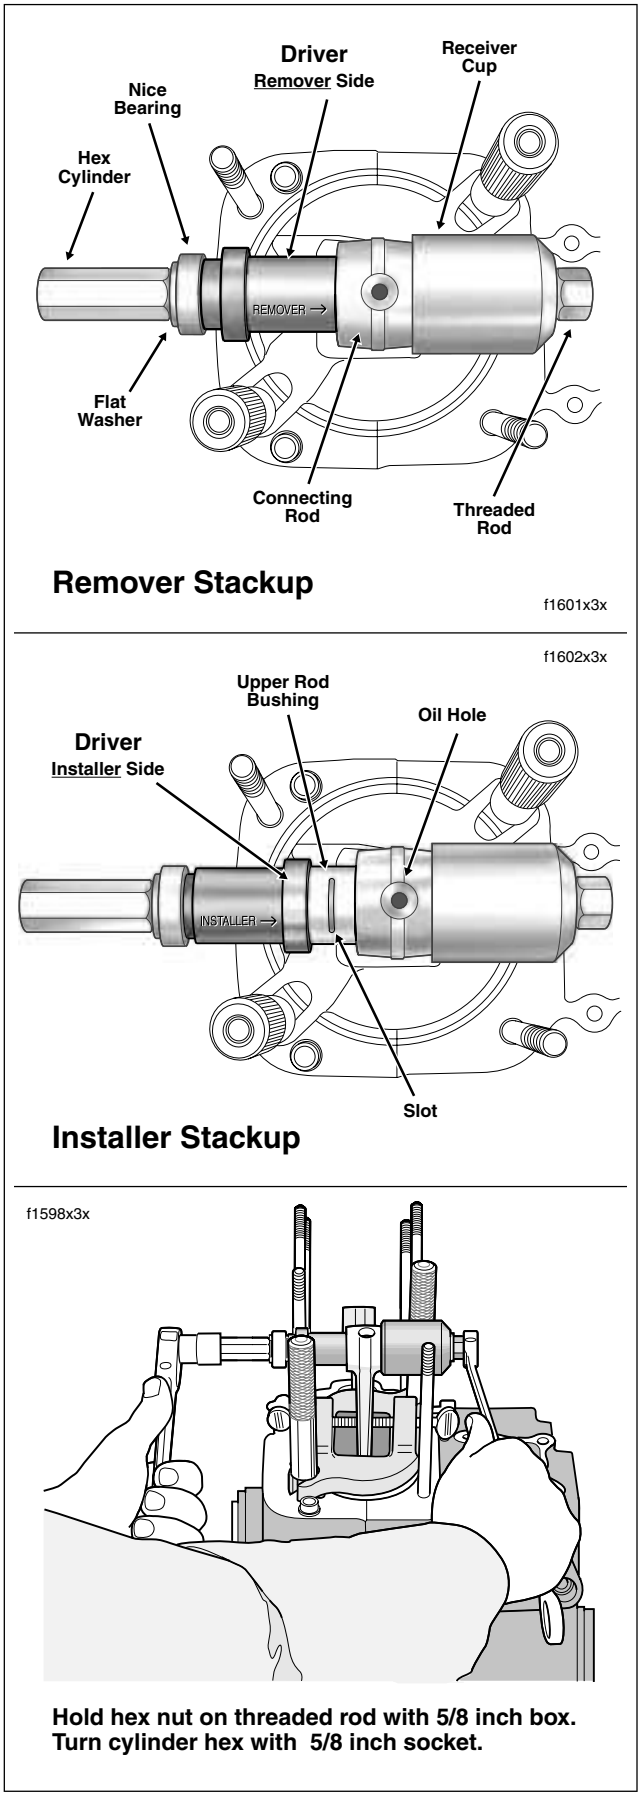

Figure 3-94. Remove/Install Connecting Rod Bushing
f. Thread the hex cylinder onto rod until assembly is snug. See upper frame of Figure 3-94.
c. Slide **new** bushing down threaded rod. Start bushing into bore. Verify that center of slot in bushing is aligned with oil hole at top of rod. Also, be sure that bushing is square in bore and not cocked. See center frame of Figure 3-94.
g. Holding nut at end of threaded rod with a 5/8 inch box wrench, turn hex cylinder with a 5/8 inch socket until collar on driver bottoms against connecting rod. See lower frame of Figure 3-94.